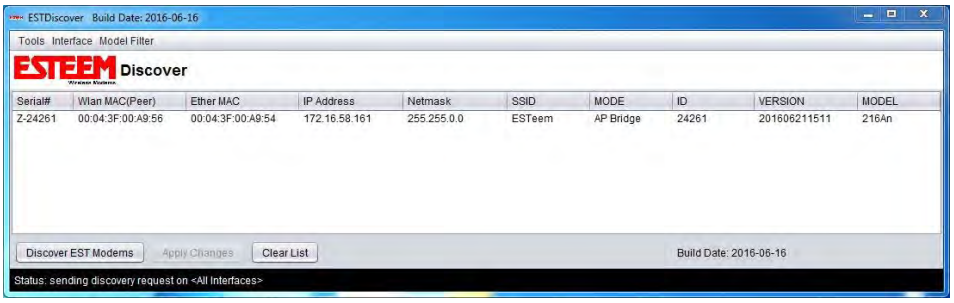

Figure 3: ESTeem Discovery Utility
4. The ESTeem Horizon will be displayed (Figure 3). If the ESTeem Horizon is not on the same IP subnet as the computer, double click on the IP, Netmask or Gateway and make the necessary changes. Press the *Apply Changes* button when complete.